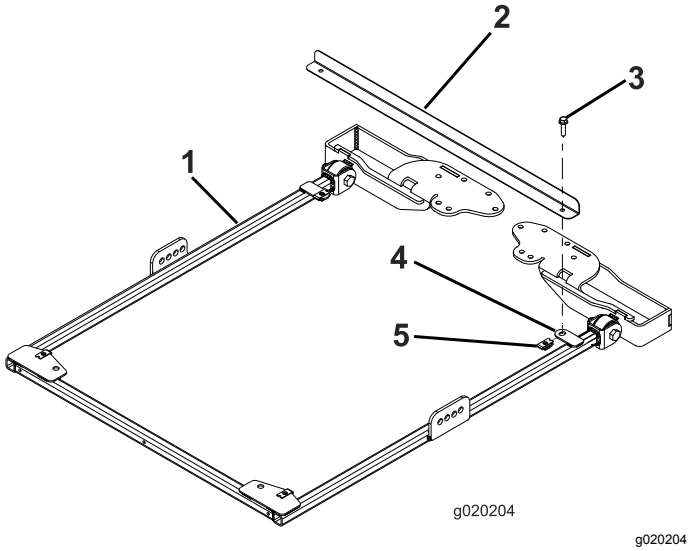

Figur 24
1. Raminriktningsstången ska fästas på monteringstapparna på den bakre delen av solskärmens ram med två flänsskruvar (5/16 × 1 1/4 tum) enligt Figur 24 så att ramen riktas in på rätt sätt.